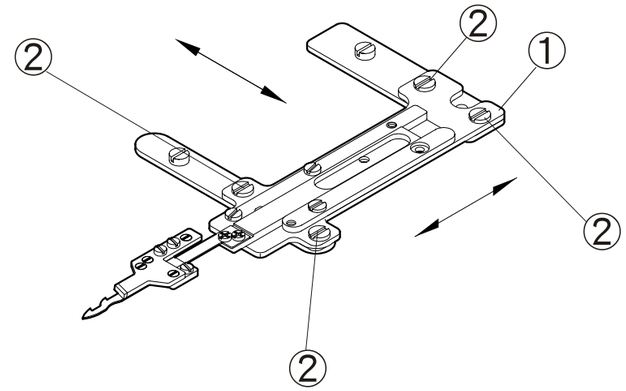

Fig. 66
(2) Cuando se ajuste, por favor afloje un poco los cuatro tornillos 2 del soporte del equipo del rebordeador inferior. Después, mover el mencionado soporte 1 de atrás hacia delante para conseguir las características descritas anteriormente en (1). Finalmente, ajuste fuertemente todos los tornillos. (Fig. 66)